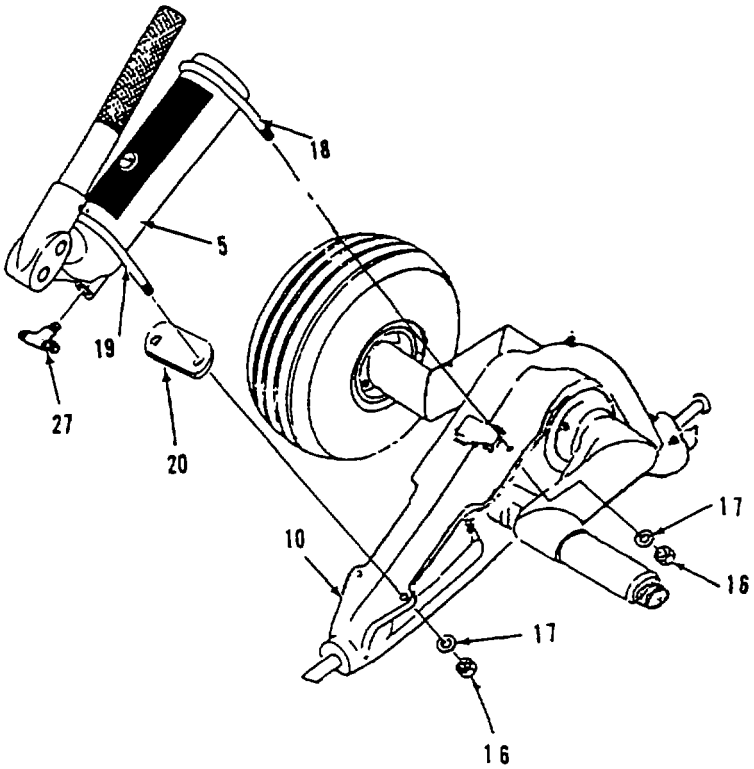

Figure 3-6. Hydraulic Pump, Part No. 61780
1. Refer to figure3-6 and install Hydraulic Pump (4), with part number 61780.
a. Position hydraulic pump (4) on cradle assembly (10) and align mounting holes
b. Insert bolts (25) through holes in pump mounting plate and hydraulic fitting guard; attach with washers (17) and nuts (26).
c. Install bolt (18) over pump (4) body and insert through holes in cradle, attach with washers (17) and nuts (16).
d. Install tee fitting (27), wrapped with Teflon Tape (item 8, Appendix D), In reducer/metering valve in pump.
e. Connect hose assemblies to both sides of tee fitting (27), but do not tighten completely at this time. Ensure that hoses do not rub on wheels.